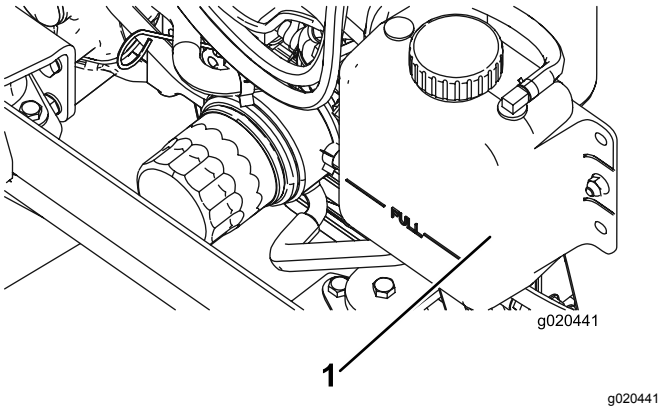

Figur 71
1. Ta av kylarlocket locket till expansionstanken försiktigt (Figur 71).